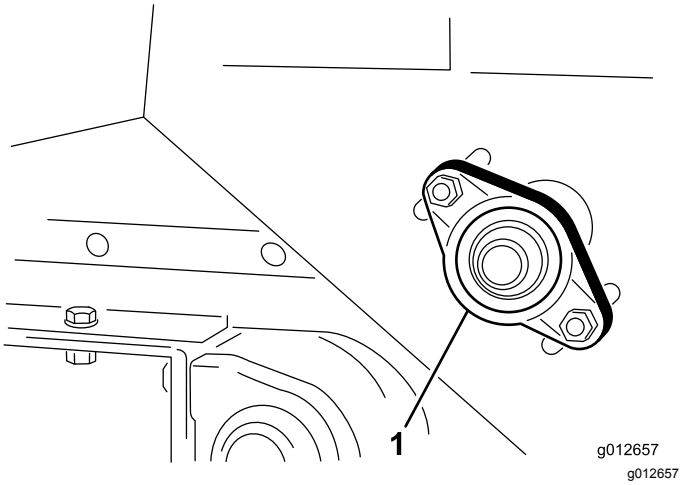

Figuur 38
1. Zet de moeren los waarmee de lagerbehuizing (Figuur 38) aan de rechterkant van de machine bevestigd is.